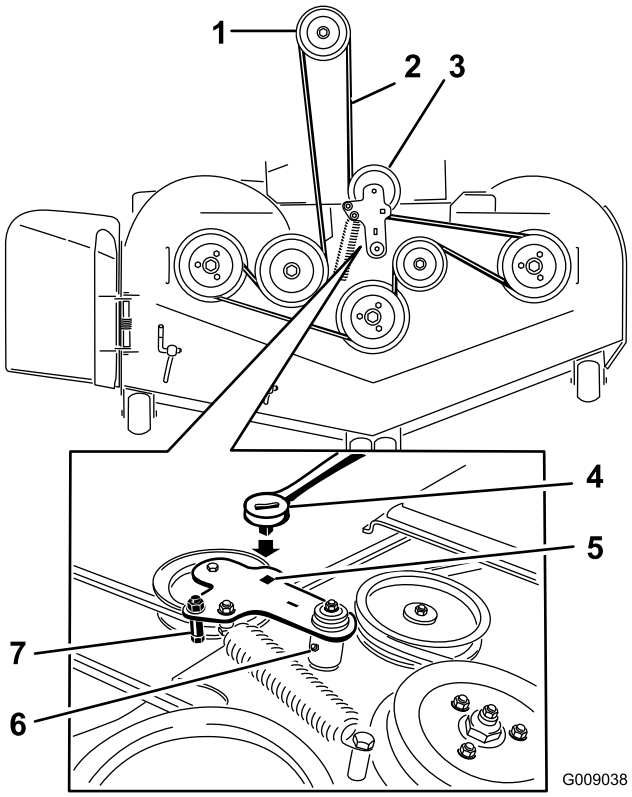

Figur 74
5. Bruk en skralle i det firkantede hullet i lederullarmen for å redusere spenningen på blindfjæren (Figur 74).
7. Fjern remføreren på den fjærbelastede lederullarmen som vist i Figur 74.
9. Monter den nye remmen rundt knivremskivene og clutchremskiven under motoren (Figur 74).
10. Monter remføreren på lederullarmen som vist i Figur 74.
11. Bruk skrallen i det firkantede hullet for å installere blindfjæren (Figur 74).